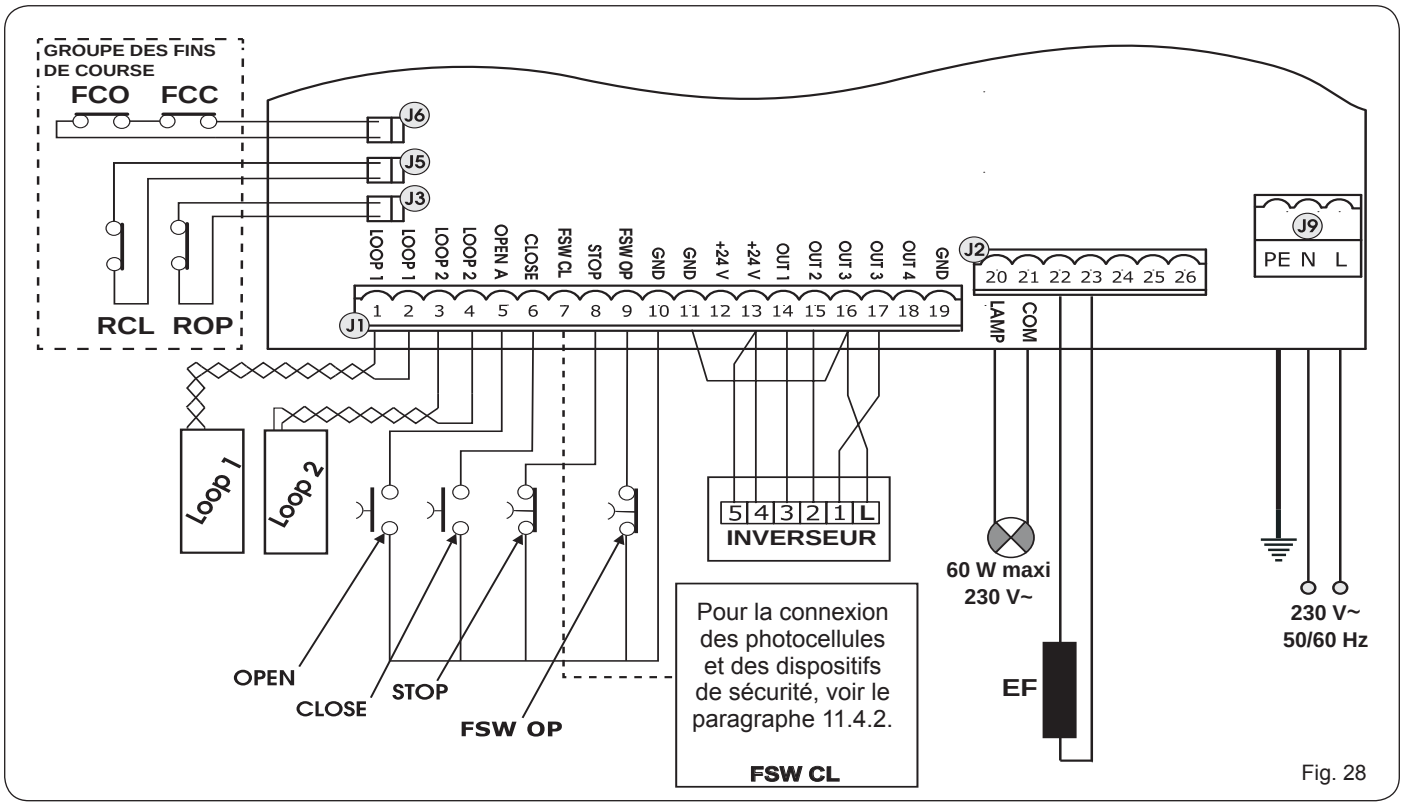

Fig. 28
- Connecter le câble de terre à la borne prévue sur le connecteur J9 de l'armoire (voir fig.28).
11.4.1 BORNIER J1 - ACCESSOIRES (FIG. 28)
Pour ne pas compromettre le fonctionnement du système, ne pas dépasser la puissance indiquée dans la fig. 28.
11.4.4 BORNIER J2, LAMPE CLIGNOTANTE (FIG.28)
11.4.6 Connecteur J3, J5 - fin de course en ouverture et fermeture (FIG. 28)